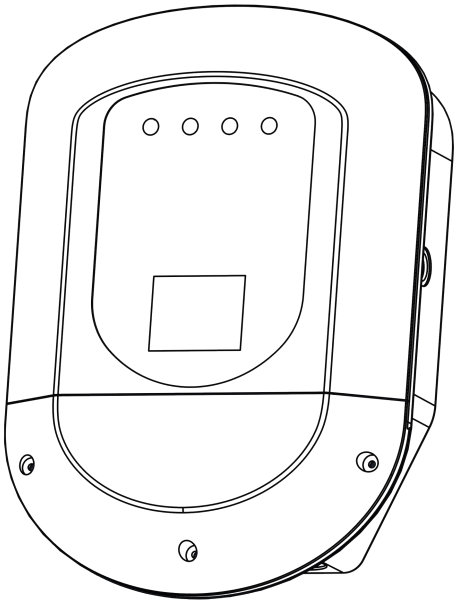

图 1　2ZA7-1 型新能源汽车交流充电桩
7、枪座固定架安装完毕后效果如立柱侧面图 1，将 2 个挂线枪座分别固定于立柱左右两侧。